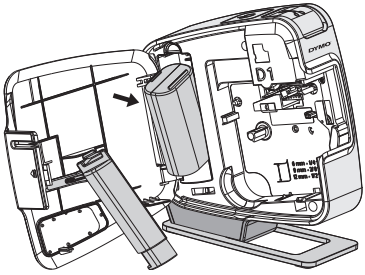

Figure 3
2. Remove the battery compartment cover. See Figure 3.